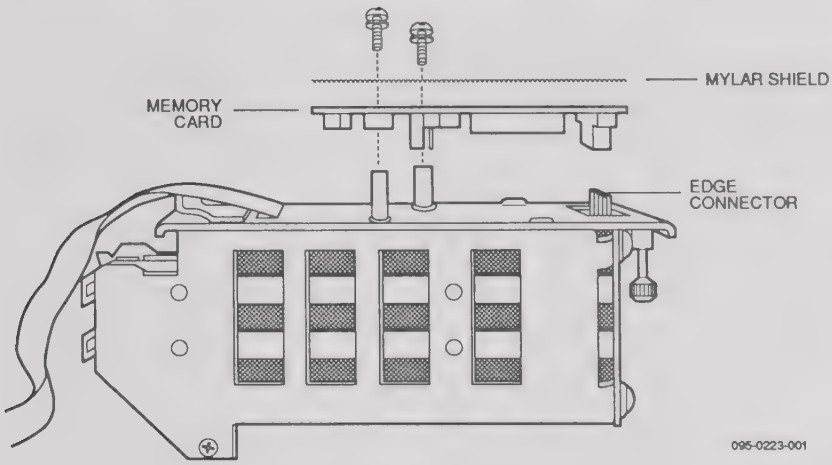

Figure 3. Memory Board Removal
7. Remove the two Phillips-head screws and armite or mylar shield from the memory board (see Figure 3). Retain the washers and screws for reassembly. (If you are updating a UniPak 2B that was factory built, rather than a field conversion, it will not contain any washers.)
8. Pull the memory board straight up to unplug it from the card edge connector (as shown in Figure 3).
1. Plug the memory board into its card cage edge connector (figure 3) until it is firmly seated.